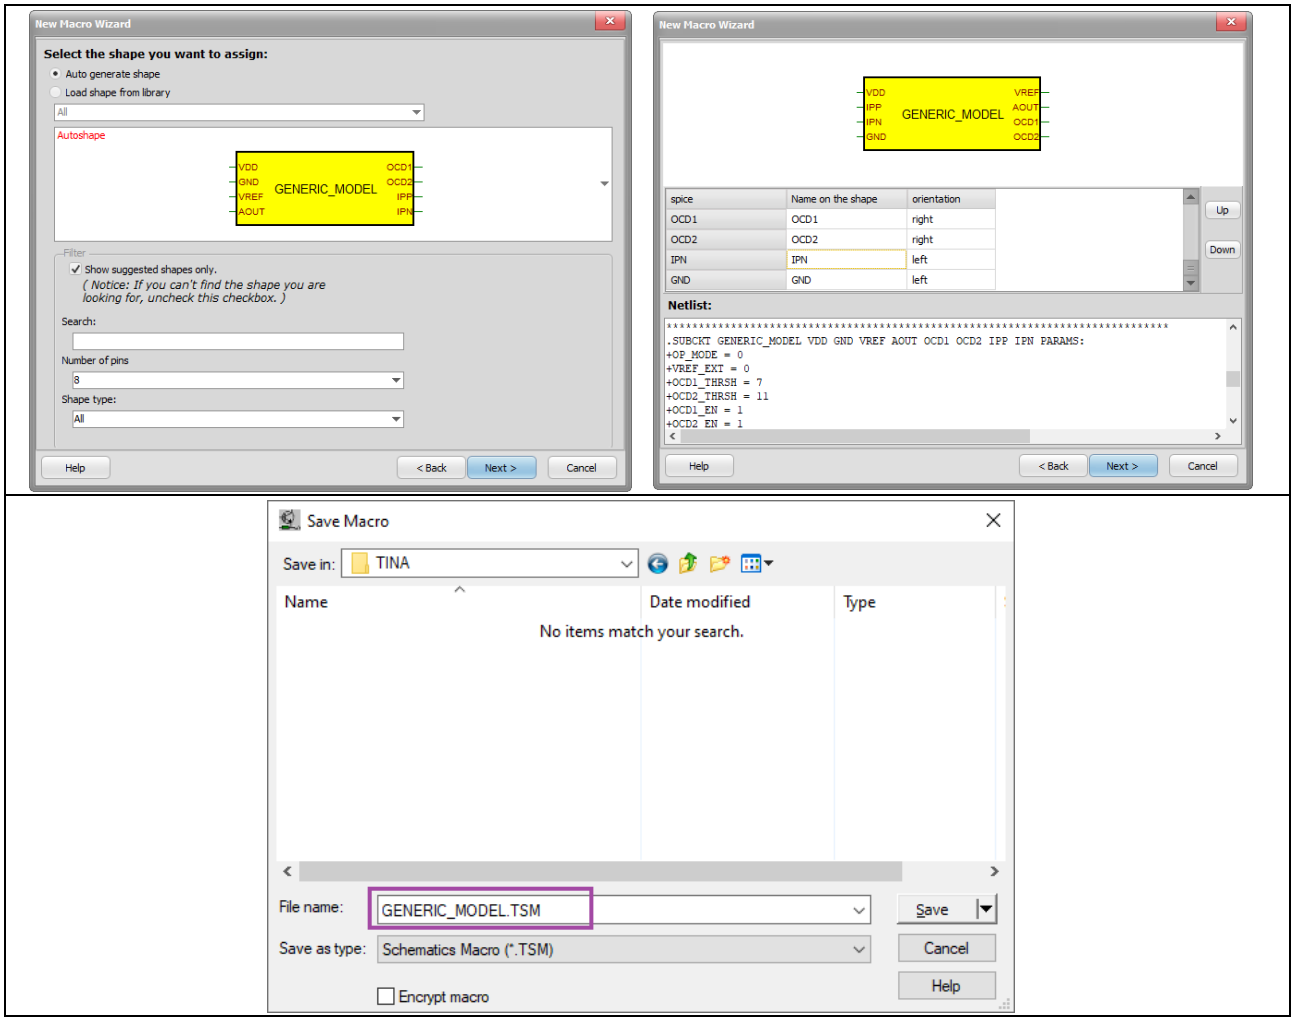

Figure 4 Generate a new symbol
- In the new window select the shape of the new generated macro (Figure 4). You can either choose from an existing macro or let the program auto generate it. After choosing the desired shape click **Next**